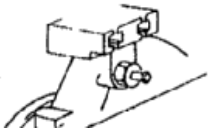

Рис. 8
Чтобы снять блок управления с горелки, отсоедините от него все подключенные устройства, семиконтактный разъем, разъем (C), провода высокого напряжения и **провод заземления** (H) и ослабьте винт **A** (рис.8). **При снятии/установке блока винт A следует затягивать крутящим моментом 1÷1,2 Н·м.**